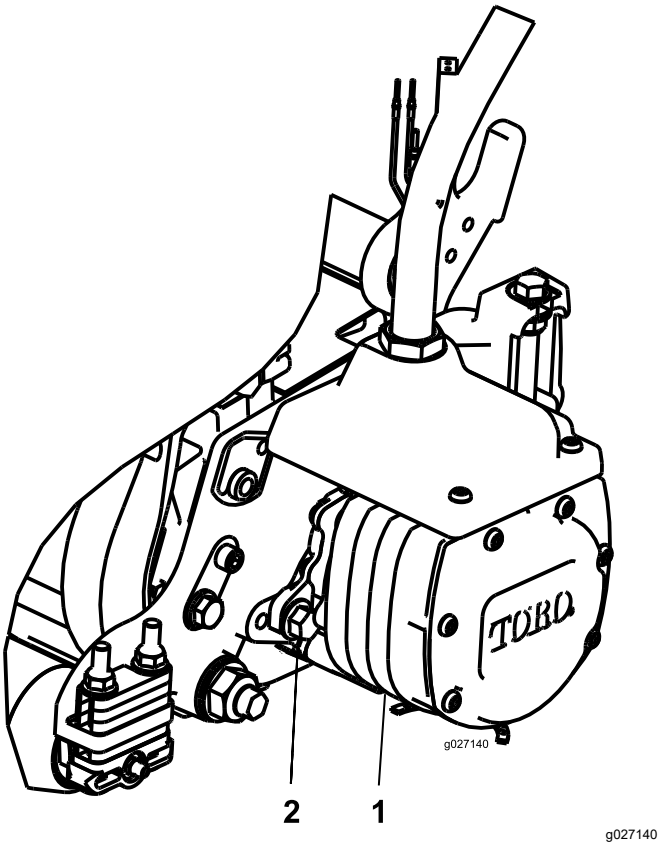

Figuur 22
3. Lijn de motor uit met de maai-eenheid zodat u de flenzen van de motor voorbij de bouten kunt brengen; doe dit rechtsom (Figuur 22).